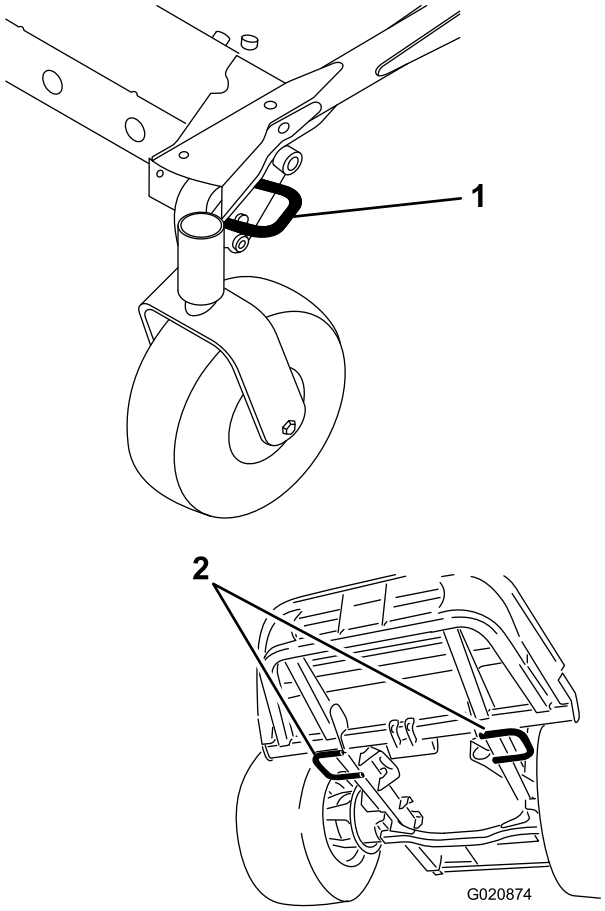

Figur 36
- Fest maskinen godt til tilhengeren eller lastebilen med stropper, kjetting, kabel eller tau i samsvar med lokale trafikkregelverk i ditt område (Figur 36).